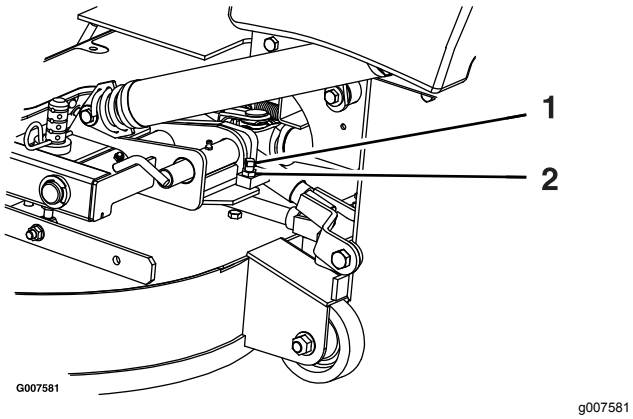

Figur 67
2. Løsne låsemutteren og drei stoppskruen med klokken til låsestiften er tilstrammet og ikke kan roteres for hånd (Figur 67).